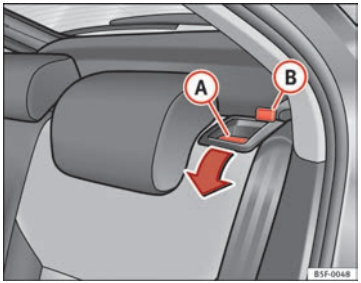

Fig. 90 Backrest release lever
– Press the release lever ⇒ Fig. 90 (A) in the direction of the arrow.
– Move the backrest until it engages properly ⇒ ⚠. The red marking on the tab ⇒ Fig. 90 (B) should no longer be visible when the backrest is properly secured.